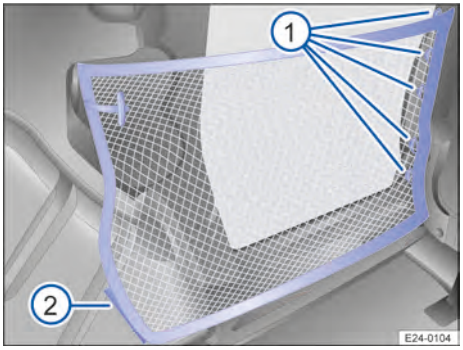

Fig. 161 Red de retención enganchada.
3. Enganche las 5 argollas de sujeción en las fijaciones del armazón del asiento → Fig. 161 ① en el panel de separación flexible.
4. Fije la parte trasera inferior de la red de retención en el cierre de velcro → Fig. 161 ②.